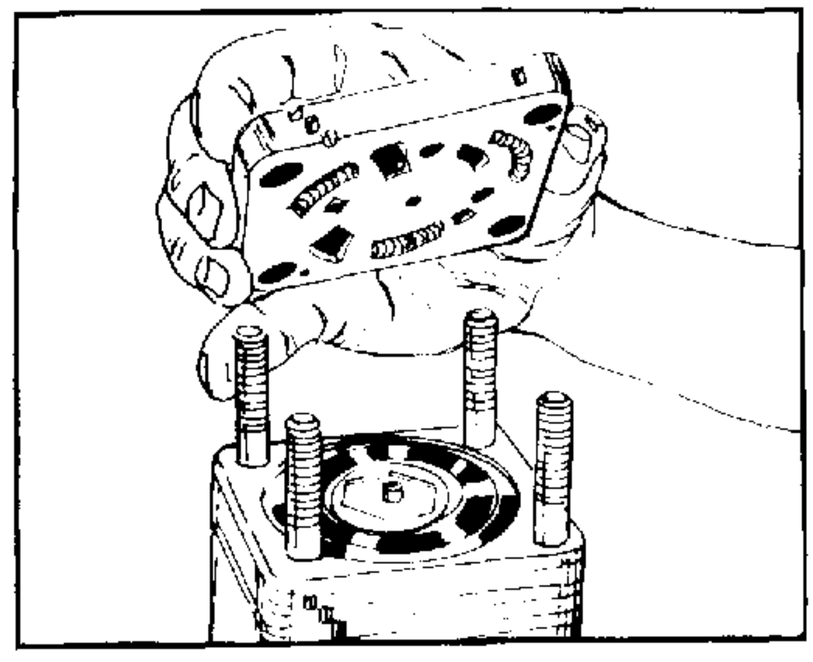

FIGURE 86.
37. Apply a few drops of oil to the valve plate (13). Align the grooves on the side of the port manifold (8) with the groves onthe side of the isolation manifold (15) and assemble the port manifold with the springs toward the valve plate (13). Be careful not to pinch a spring during installation. The two alignment pins (11), in the valve plate, will engage the holes in the port manifold. The pin on the hex drive assembly (10) must engage the center hole in the port manifold. See figure 86.